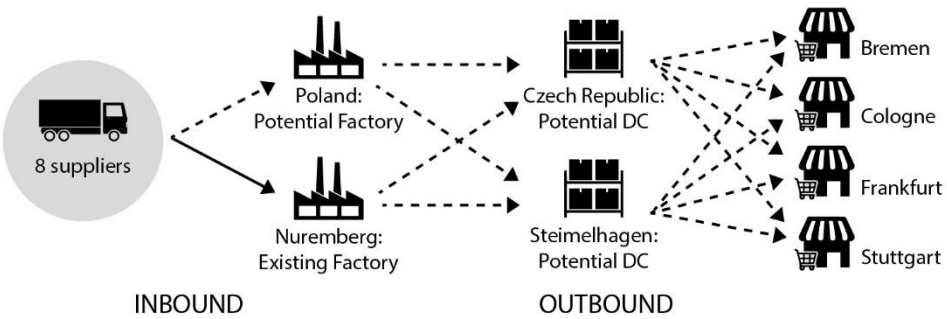

Figure 1. Network optimization alternatives
In Fig. 1, the different possibilities for the path networks are shown. The dotted lines show possible alternatives and the solid lines the existing structure of Polarbear's SC.
Step 2. Check data from Table 2 and Fig. 1 in tables "DCs and Factories", "Facility Expenses", "Paths", "Processing Costs", "Product Flows", "Product Storages", "Production", "Products", and "Vehicle Types". Explain the data in the aforementioned tables. The data in these tables should correspond to Fig. 1 and Table 2.